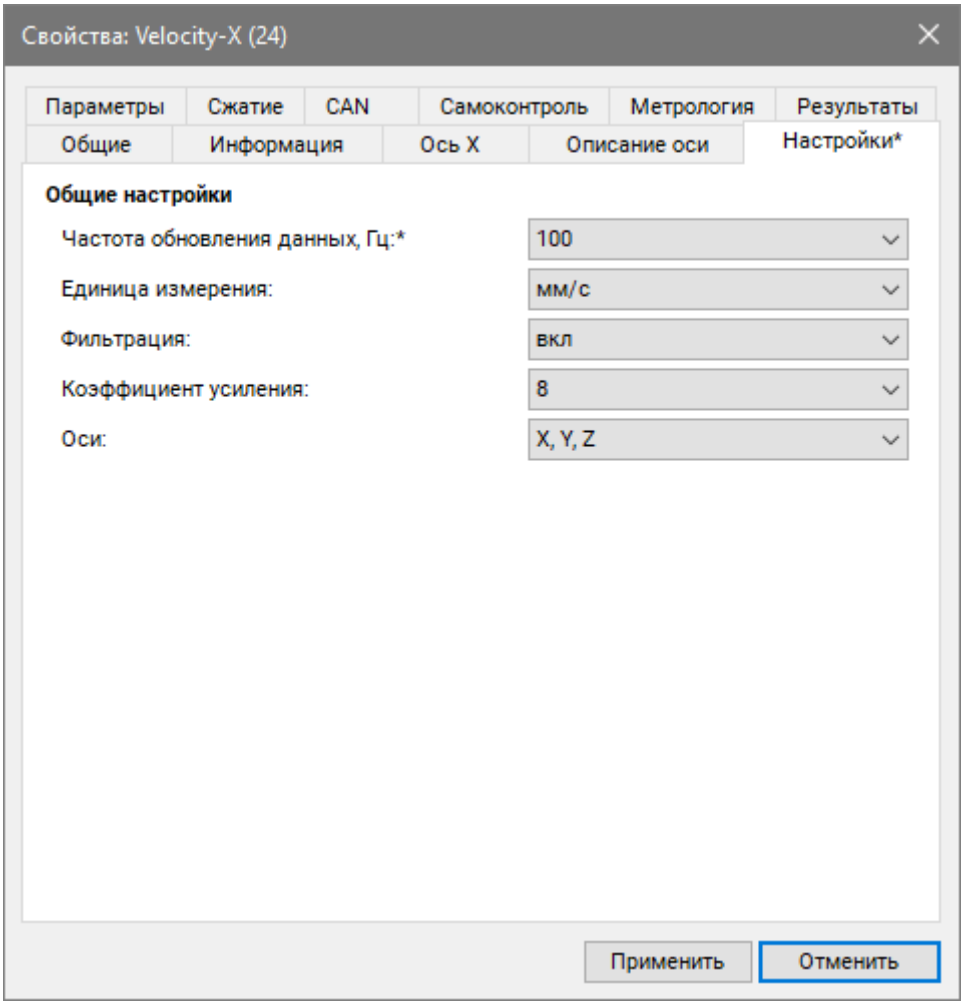

Рис. 5.7 Вкладка «Настройки»
- Во вкладке «Информация» в поле «Адрес (node) от 2 до 63» установить адрес устройства в измерительной сети (*Рис. 5.7*).
- Во вкладке «Настройки» установить необходимые параметры датчика (*Рис. 5.7*).